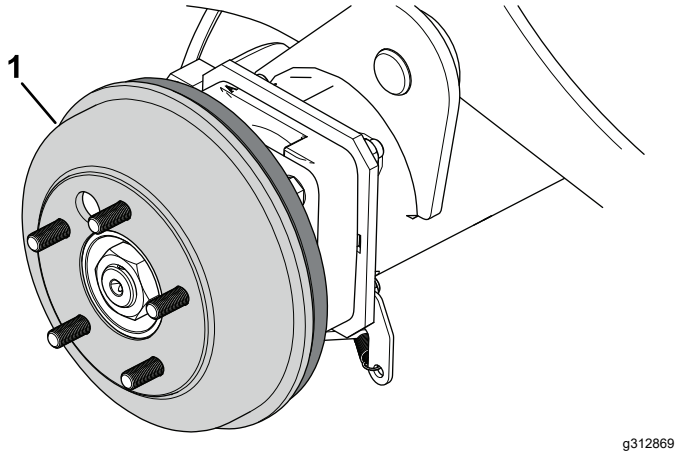

Figura 71
4. Retire los tambores de freno (Figura 71) a mano.